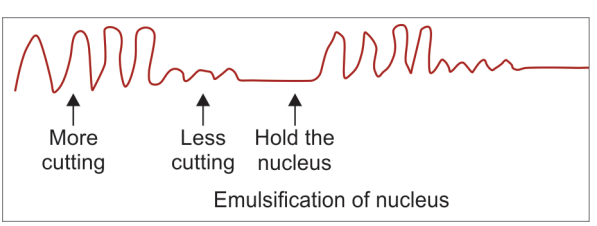

Fig. 3: Pulse energy.
- Energy used in pulses (**Fig. 3**)